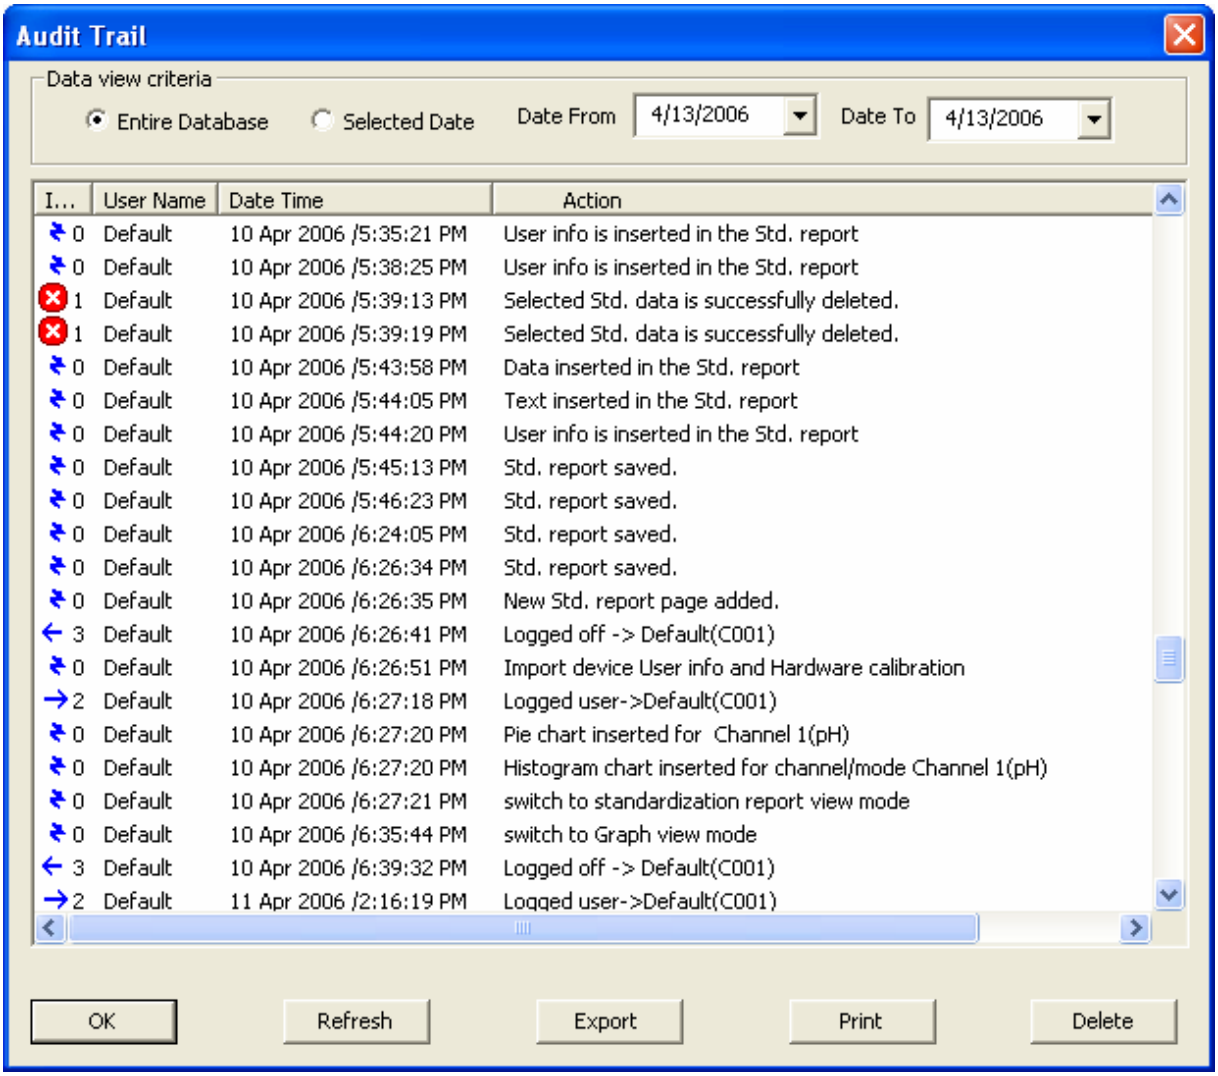

Figure 48 : Audit Log
2. **Audit Trial** dialog appears. (Figure 48)